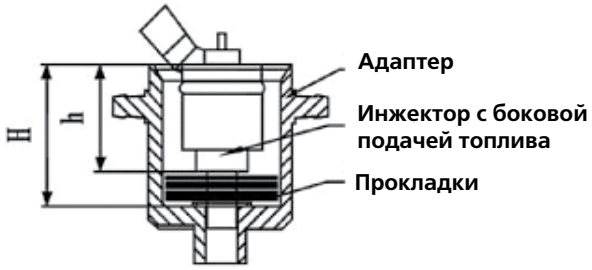

Рис. 2.2 Схема установки держателя инжектора с боковой подачей топлива
6.2.2 Установка инжектора с боковой подачей топлива (рис. 2.2/2.3)